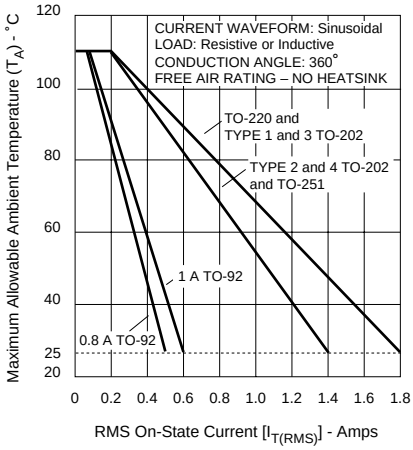
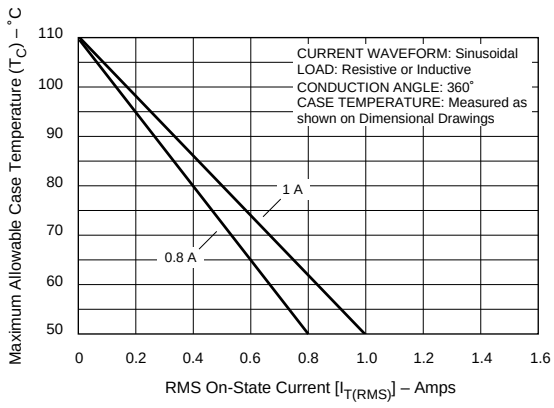
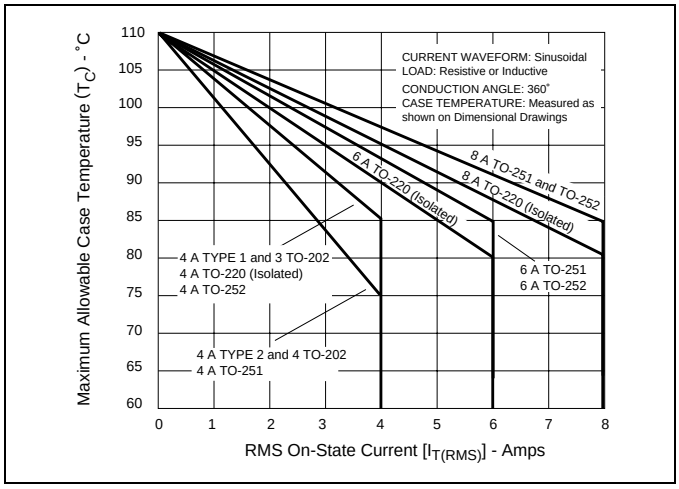

Figure E1.1 Maximum Allowable Ambient Temperature versus On-state Current
Figure E1.2 Maximum Allowable Case Temperature versus On-state Current (0.8 A and 1 A)
Figure E1.3 Maximum Allowable Case Temperature versus On-state Current (4 A, 6 A, and 8 A)
(10) See Figure E1.2 and Figure E1.3 for maximum allowable case temperature at maximum rated current.
(11) See Figure E1.1, Figure E1.2, and Figure E1.3 for T_A or T_C versus $I_{T(RMS)}$.
(12) See package outlines for lead form configurations. When ordering special lead forming, add type number as suffix to part number.
(13) Pulse width ≤10 µs
(14) T_C or T_L = T_J for test conditions in off state
(15) Minimum non-trigger V_{GT} at 110 °C is 0.2 V.